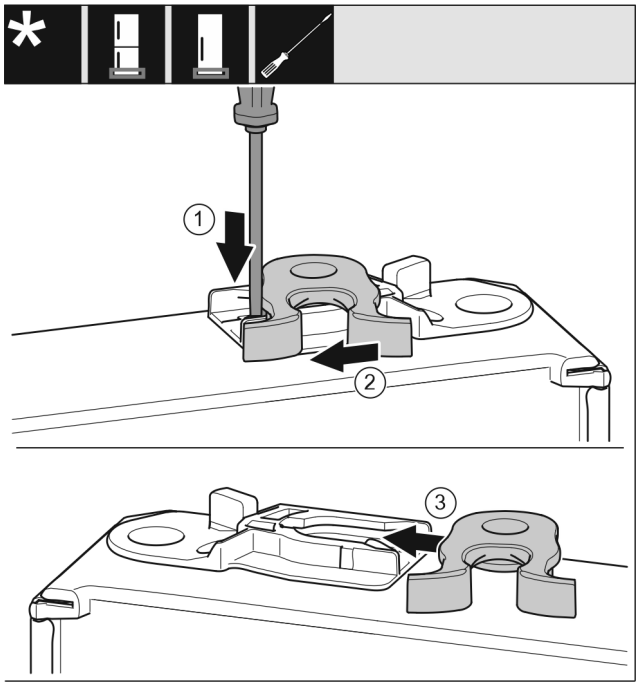

*Fig. 51 **
- ▶ Plochým šroubovákem přitlačte lamelu *Fig. 51 (1)* dolů.*
- ▶ Vytáhněte petlici *Fig. 51 (2)* z vedení.*
- ▶ Petlici *Fig. 51 (3)* zasuňte do vedení na druhé straně.*